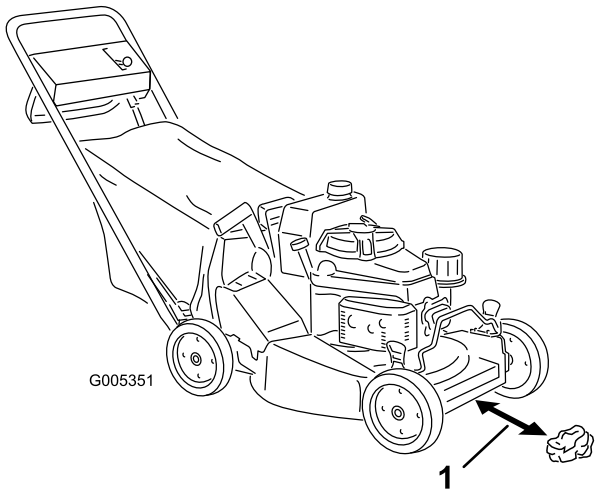
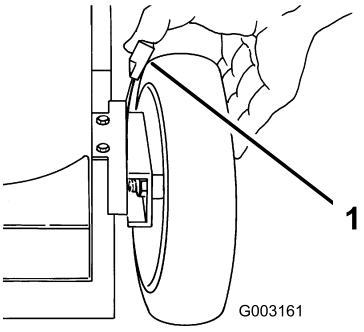

Figuur 16
Figuur 21
3. Zet alle vier wielen op de maaihoogtestand van 64 mm (Figuur 21).
4. Zet de rijsnelheidshendel in de neutraalstand (N).
5. Neem een stuk krant en maak hiervan een prop die onder het maaidek gaat (met een doorsnede van 76 mm), zoals wordt getoond in Figuur 16.
6. Plaats een prop krantenpapier 13 cm vóór de maaimachine (Figuur 16).
A. Plaats een prop krantenpapier 13 cm vóór de maaimachine (Figuur 16).
1. Druk de maaihoogtehendel tegen het wiel (Figuur 21) en kies de gewenste maaihoogte.